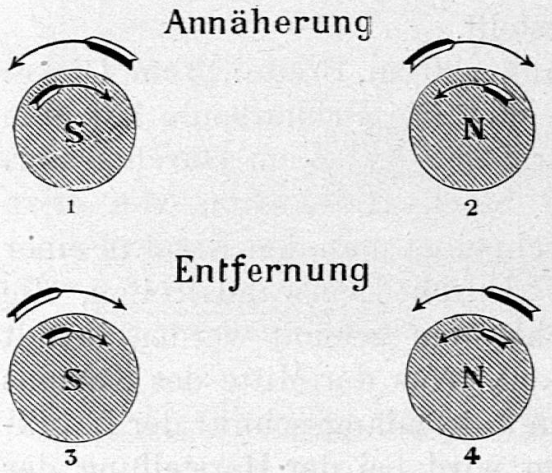

Fig. 31.
3. Annähern des Magneten. Schiebt den Stabmagneten mit dem Südpol voran bis zu seiner Mitte in rascher Bewegung in die Spule. (Es erfolgt ein Ausschlag.) Worauf lässt er schliessen? (Es ist ein Strom entstanden.) Der eine Schüler der Gruppe hält seine rechte Hand so an die Spule, dass der induzierte Strom in der Richtung der Finger fliesst. Der zweite Schüler hält seine rechte Hand so an den Magneten, dass der Daumen nach dem Nordpol zeigt. (Fig. 31[1].) Was sagt ihr von der Lage der beiden Hände? (Sie sind einander entgegengesetzt.) Erkenntnis: Beim Annähern ist der Induktionsstrom den Ampèreschen Strömen entgegengesetzt.
4. Entfernen des Magneten. Zieht den Magneten rasch aus der Spule. Beobachtung. (Die Nadel schlägt in entgegengesetzter Richtung aus.) Ein Schüler halte seine rechte Hand in die Richtung des neuen Induktionsstromes, ein anderer in die Richtung der Ampèreschen Ströme. Beobachtung: (Die beiden Hände haben die gleiche Richtung; die Ströme laufen parallel. (Fig. 31[3].) Erkenntnis: Beim Entfernen ist der Induktionsstrom den Ampèreschen Strömen parallel.
6. Wiederholt die Versuche unter 3, 4 und 5, indem ihr den Magneten mit dem Nordpol voran in die Spule schiebt, legt wieder die Hände in die Stromrichtungen. (Die Ausschläge erfolgen in entgegengesetzter Richtung zu den vorigen Ausschlägen. Fig. 31[2] u. [4].)